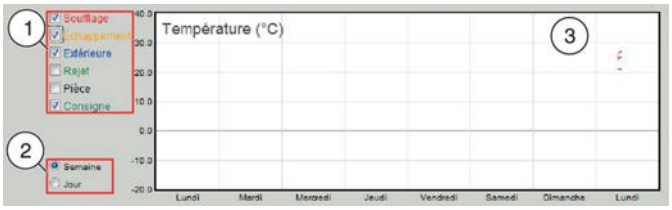

Fig. 41: Sélection des valeurs mesurées
3. ▸ Cliquer sur "Semaine" ou "Jour", selon la période souhaitée de visualisation des valeurs mesurées (Voir la Fig. 41/2).
4. ▸ Sélectionner le paramètre pour lequel vous souhaitez visualiser les valeurs mesurées (Voir la Fig. 41/1).
5. ▸ Cliquer sur le schéma (Voir la Fig. 41/3) pour agrandir l'affichage.